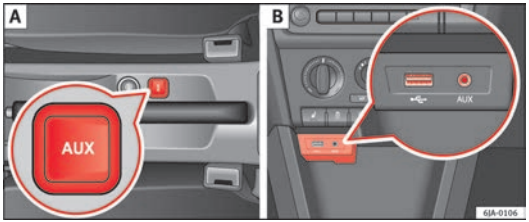

Fig. 42 AUX-IN input/MDI input
- in the centre console between the front seats ⇒ Fig. 42 - A;
- above the storage compartment in the front centre console ⇒ Fig. 42 - B;
The MDI input is located above the storage compartment in the front centre console ⇒ Fig. 42 - B;